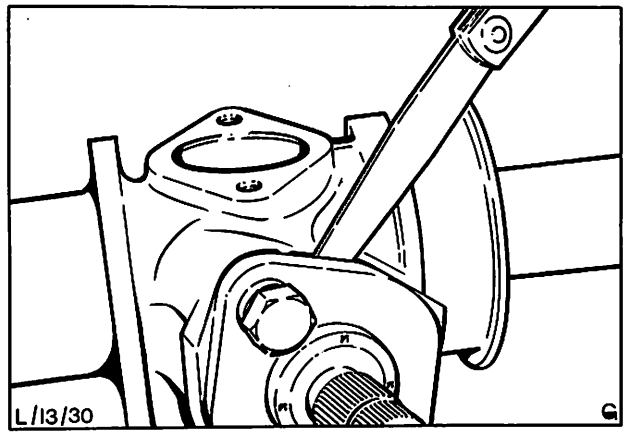

Abb. 25 Spaltmaß Ritzellagerdeckel messen (Vorspannung) – Dichtung nicht montiert (Cortina-Lenkgetriebe abgebildet)
8. Schrauben des Ritzellagerdeckels so weit lösen, bis der Deckel das Scheibenpaket gerade noch berührt, dann mit einer Fühllehre Spaltmaß zwischen Ritzellagergehäuse und Deckel an jeder Schraube messen, Abb. 25. (Spaltmaß siehe Technische Daten.)